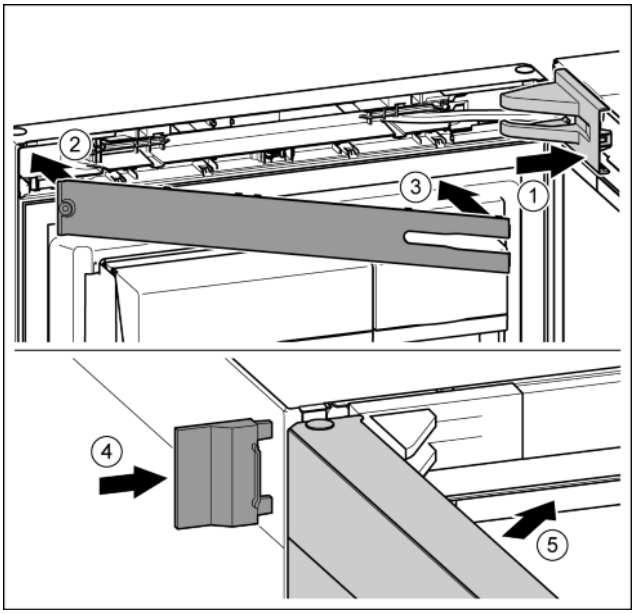

Fig. 46
- ▶ Lagerbockabdeckung aufsetzen und einrasten, ggf. vorsichtig auseinanderdrücken. *Fig. 46 (1)*
- ▶ Blende aufsetzen. *Fig. 46 (2)*
- ▶ Blende einschwenken und einrasten. *Fig. 46 (3)*
- ▶ Äußere Abdeckung aufschieben. *Fig. 46 (4)*
- ▶ Obere Tür schließen. *Fig. 46 (5)*